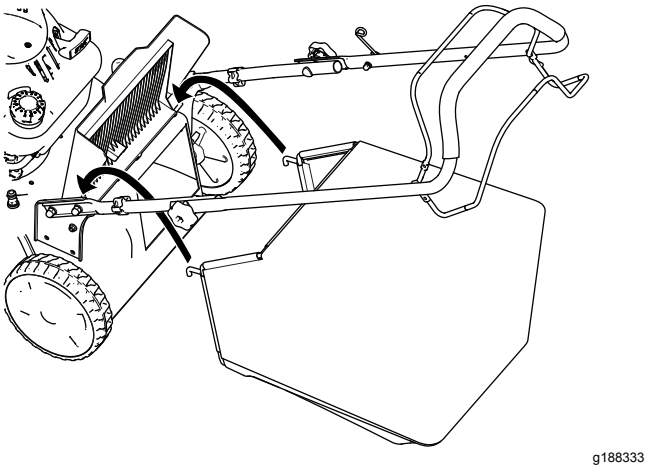

Figur 17
2. Hev og hold oppe bakluken (Figur 17).
3. Monter gressposehåndtaket, og påse at pinnene hviler i hakkene på håndtaket (Figur 17).
1. Hev og hold oppe bakluken (Figur 17).